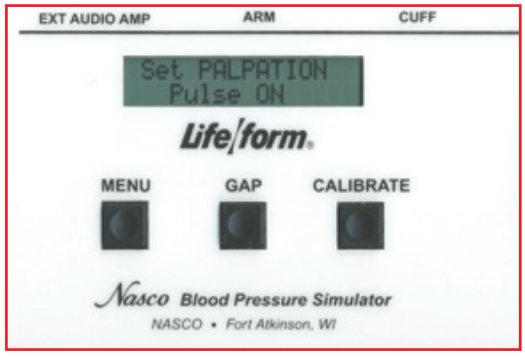

Figure 33
4. Use the up arrow key to the right of the menu key to set palpation as "Pulse ON." ***(See Figure 33.)***